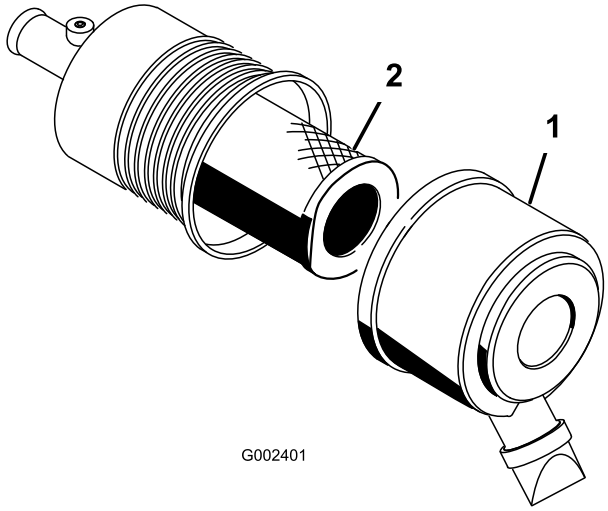

Figuur 42
1. Maak de sluitingen op het luchtfilter los en trek het luchtfilterdeksel van de luchtfilterbehuizing (Figuur 42).
3. Schuif het filter voorzichtig uit de luchtfilterbehuizing (Figuur 42).
6. Als u het veiligheidsfilter vervangt, schuif dan voorzichtig het nieuwe filter in de filterbehuizing (Figuur 42).
7. Schuif het voorfilter op het veiligheidsfilter (Figuur 42).
8. Monteer het luchtfilterdeksel met de kant naar boven gericht en maak de sluitingen vast (Figuur 42).